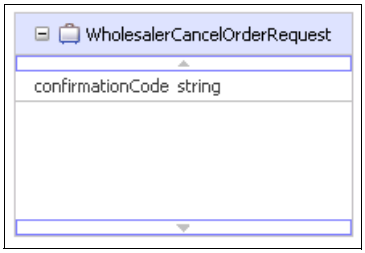

Figure A-22 WholesalerCancelOrderRequest business object
3. Create the business object *WholesalerCancelOrderRequest* (Figure A-22).